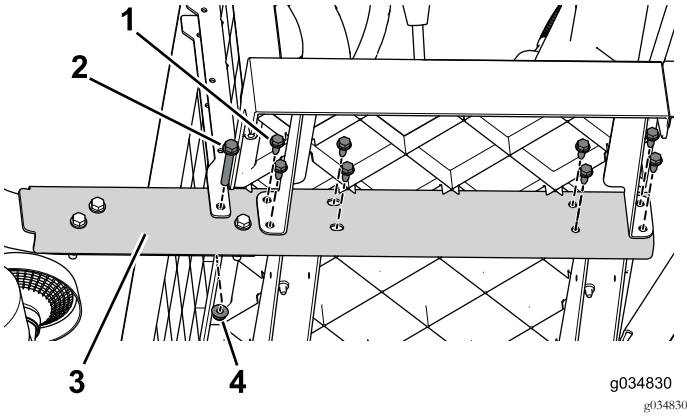

Figura 16
2. Rimuovete i bulloni flangiati (3/8" x 2½") e i dadi che fissano la guida laterale alla macchina (Figura 16). Effettuate questa operazione su entrambi i lati della macchina.
3. Lavorando da davanti verso dietro, rimuovete i bulloni flangiati (5/16" x ¾") che fissano la guida laterale alla macchina (Figura 16). Effettuate questa operazione su entrambi i lati della macchina.